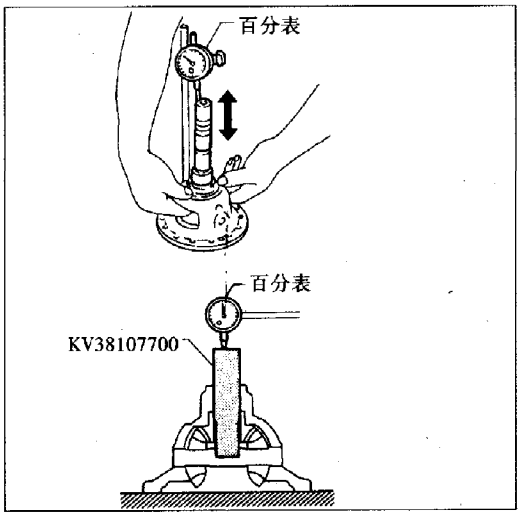

图 5－4－150
b. 上、下移动半轴齿轮，读取测量值，见图 5－4－150。半轴齿轮与差速器壳垫圈间间隙：0.1～0.2mm。